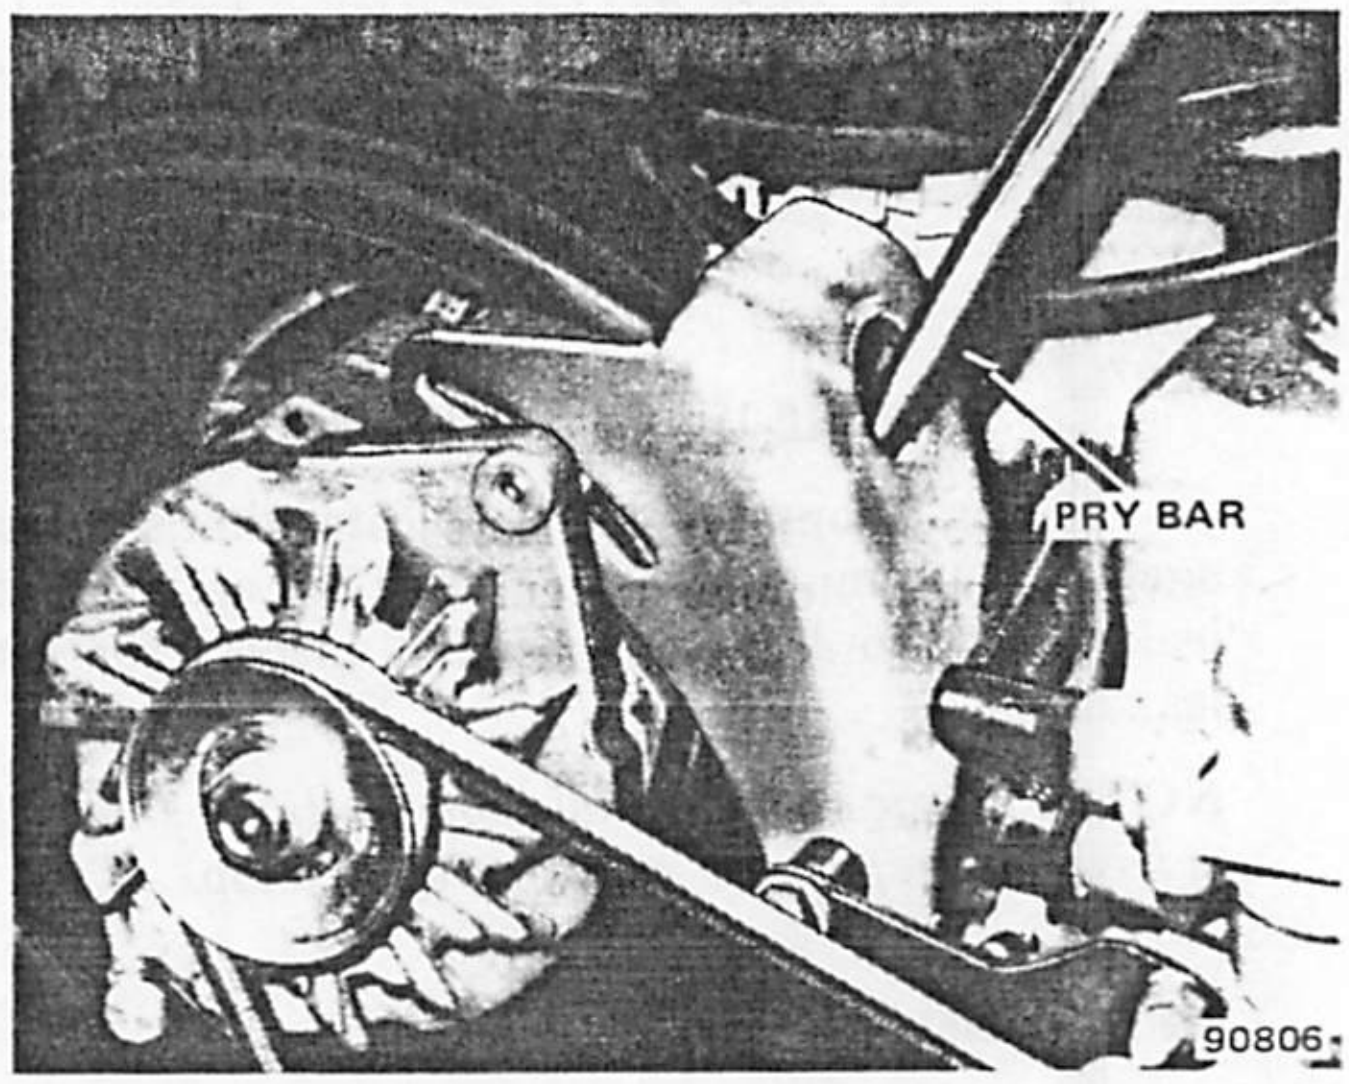

Fig. 1C-17 Four-Cylinder Engine Alternator Drive Belt Adjustment
(1) Position Tension Gauge J-23600 or J-29550 on upper section of belt midway between pump pulley and fan pulley. Test belt tension according to manufacturer's instructions.
(2) Adjust belt tension to specification if less than 90 pounds-force (400 N).
(3) Adjustment (fig. 1C-18).